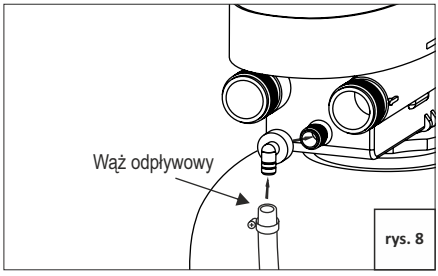

rys. 8
9. Podłączyć wąż odpływowy do złącza odrzutowego zainstalowanego w głowicy systemu. **UWAGA! Woda wypływająca z kolana jest podciśnieniem, należy zabezpieczyć połączenie opaską. Wąż odprowadzający popłuczyny nie może być pozaginany, poskręcany oraz uszkodzony mechanicznie (rys.8).**